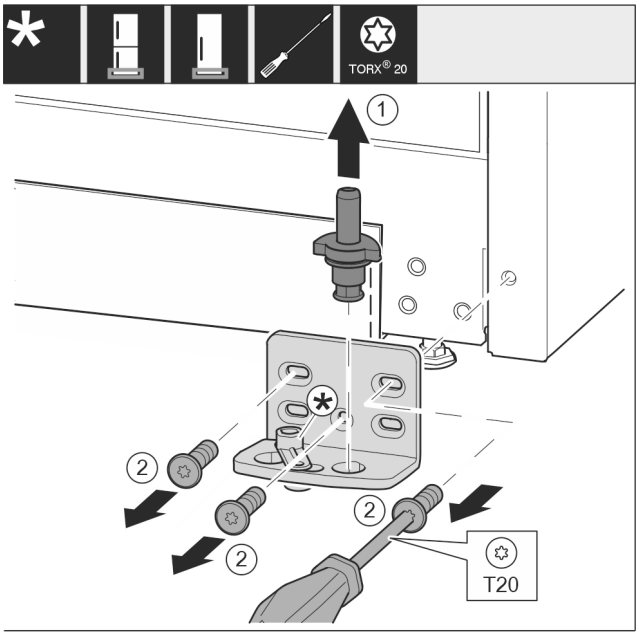

*Fig. 44 **
- ▶ Pull the bearing bolt *Fig. 44 (1)* out upwards completely.*
- ▶ Use screwdriver to unscrew the screws *Fig. 44 (2)* and remove the swap bearing block.*